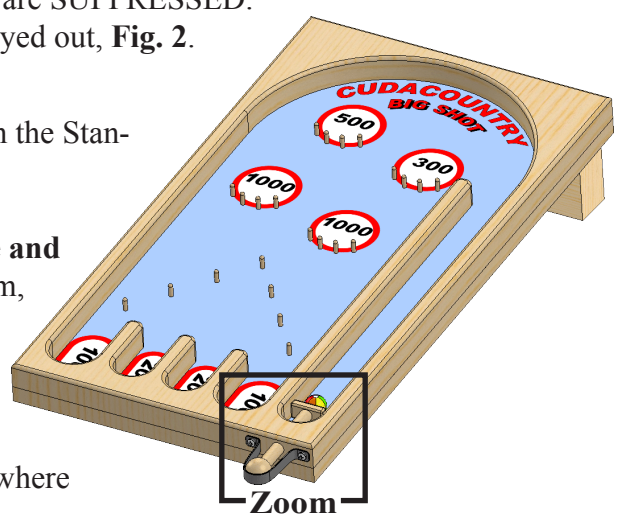

Fig. 3
Step 3. Zoom in around **Handle and Marble**, **Fig. 3**. To zoom, place cursor over the area and spin the wheel on mouse back. While spinning the wheel keep cursor on the area where you want to zoom.